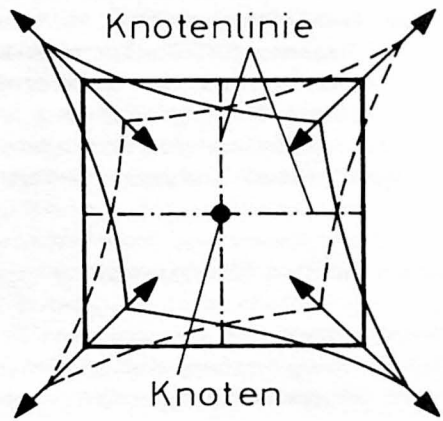

Bild 34
3. Flächenscherungsschwinger (Bild 34) benutzt man für den Frequenzbereich von 150 bis 800 kHz. Die Quarzscheiben sind rund oder quadratisch geschnitten. Die Elektroden befinden sich auf beiden Scheibenflächen.